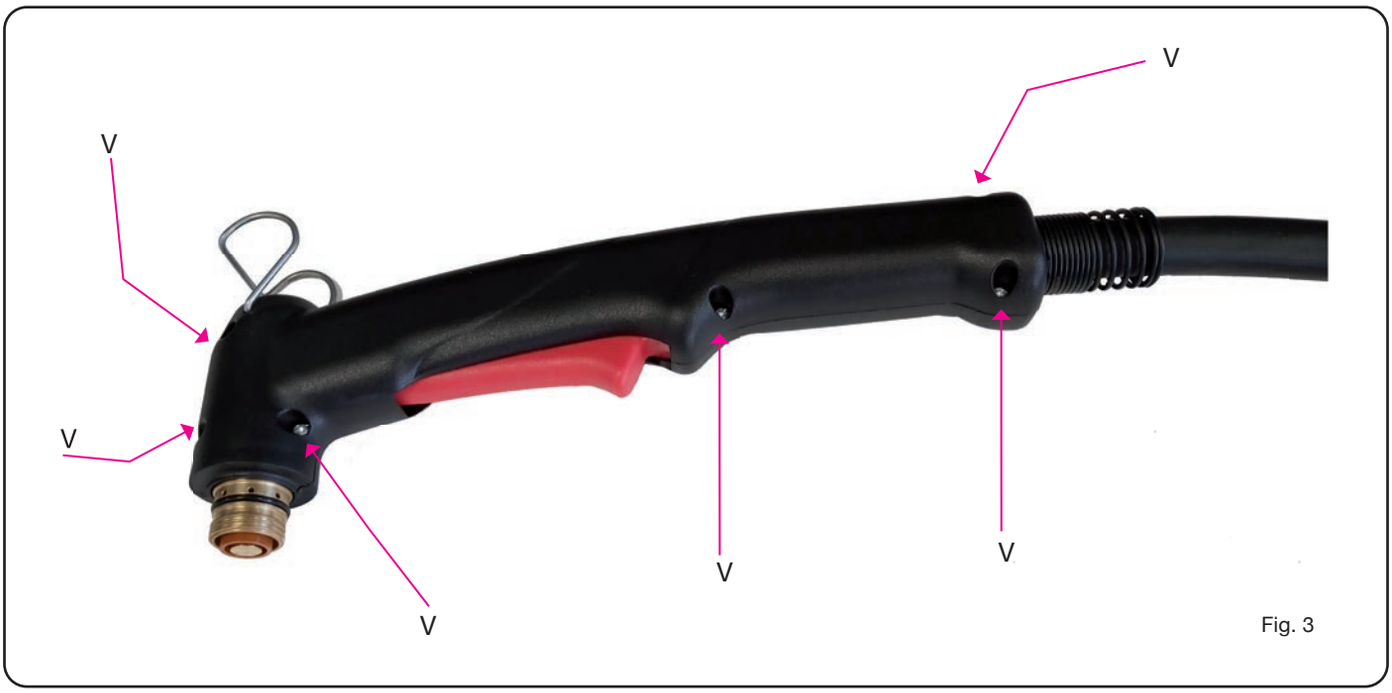

Fig. 3
- Dévisser les 6 vis **V** Fig. 3 et démonter la poignée gauche.